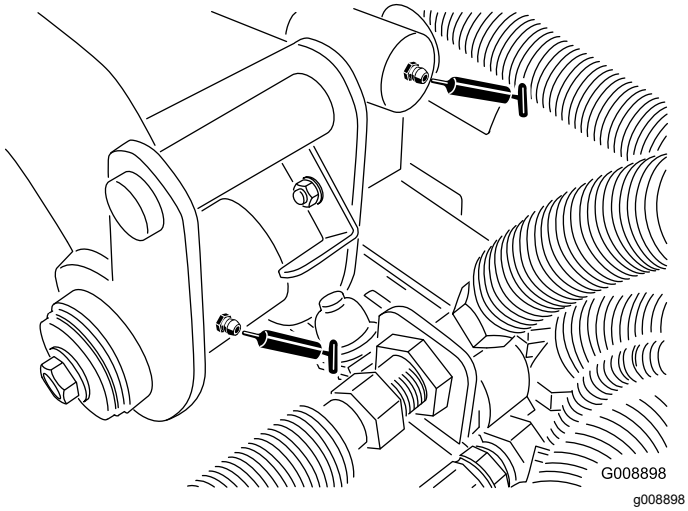

Figuur 64
- Draaipunt van achterste hefarm en hefcilinder (2 nippels – Figuur 64)